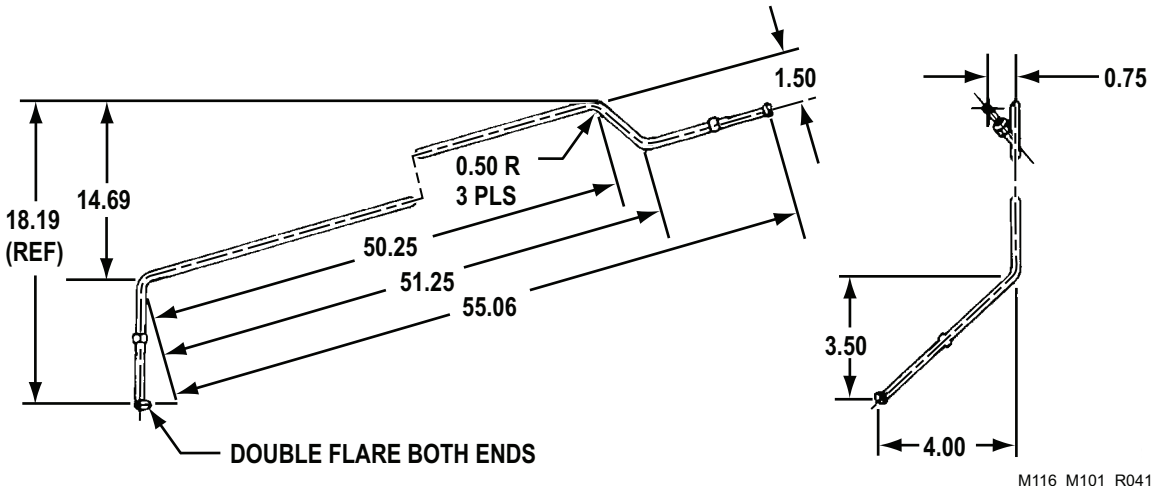

Figure 2. Front Hydraulic Brake Tube Assembly (M101A3 and M116A3).
3. Install nut, part number 110357, on each end of tube assembly (Figure 2).